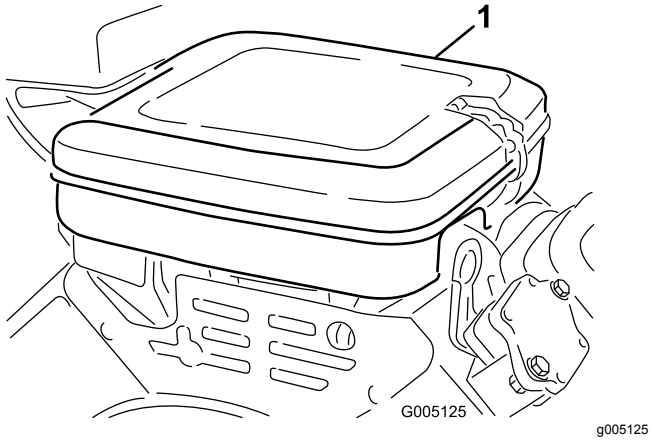

Figur 26
1. Rengör luftrenarkåpan (Figur 26).